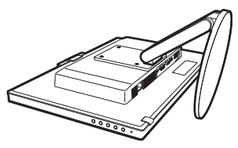

**Abbildung S.1**
3. Legen Sie den Monitor mit der Vorderseite nach unten auf eine glatte Oberfläche (**Abbildung S.1**).